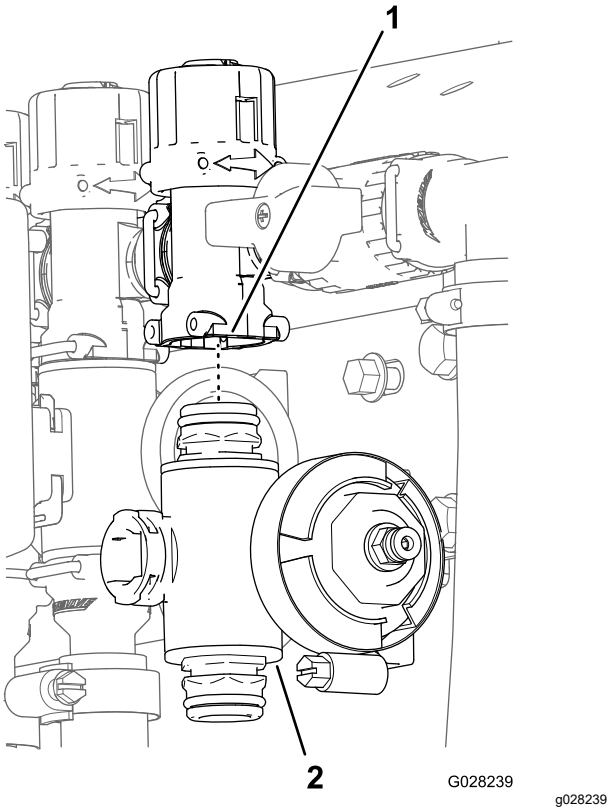

Figure 76
3. Pour les vannes des sections droite et gauche, retirez les boulons à embase et les contre-écrous à embase qui fixent la/les vanne(s) de section sur le support, puis déposez le(s) collecteur(s) de la machine; pour la vanne de section centrale, déposez le collecteur de vanne de la machine (Figure 76).